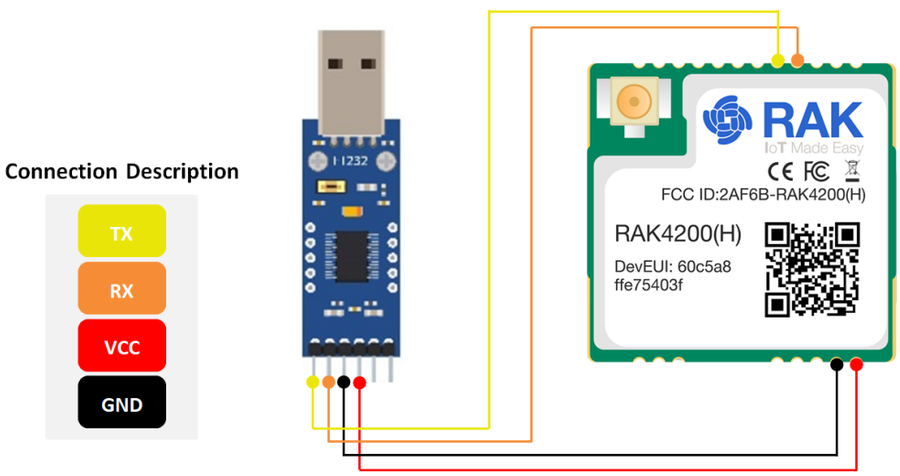

Figure 1: RAK4200 module connection
1. Connect the RAK4200 to a USB to TTL adapter, as shown in **Figure 1**. Connect the adapter to a USB port of your Windows PC.
- The RAK4200 module is connected to a USB to TTL adapter, as shown in **Figure 1**.